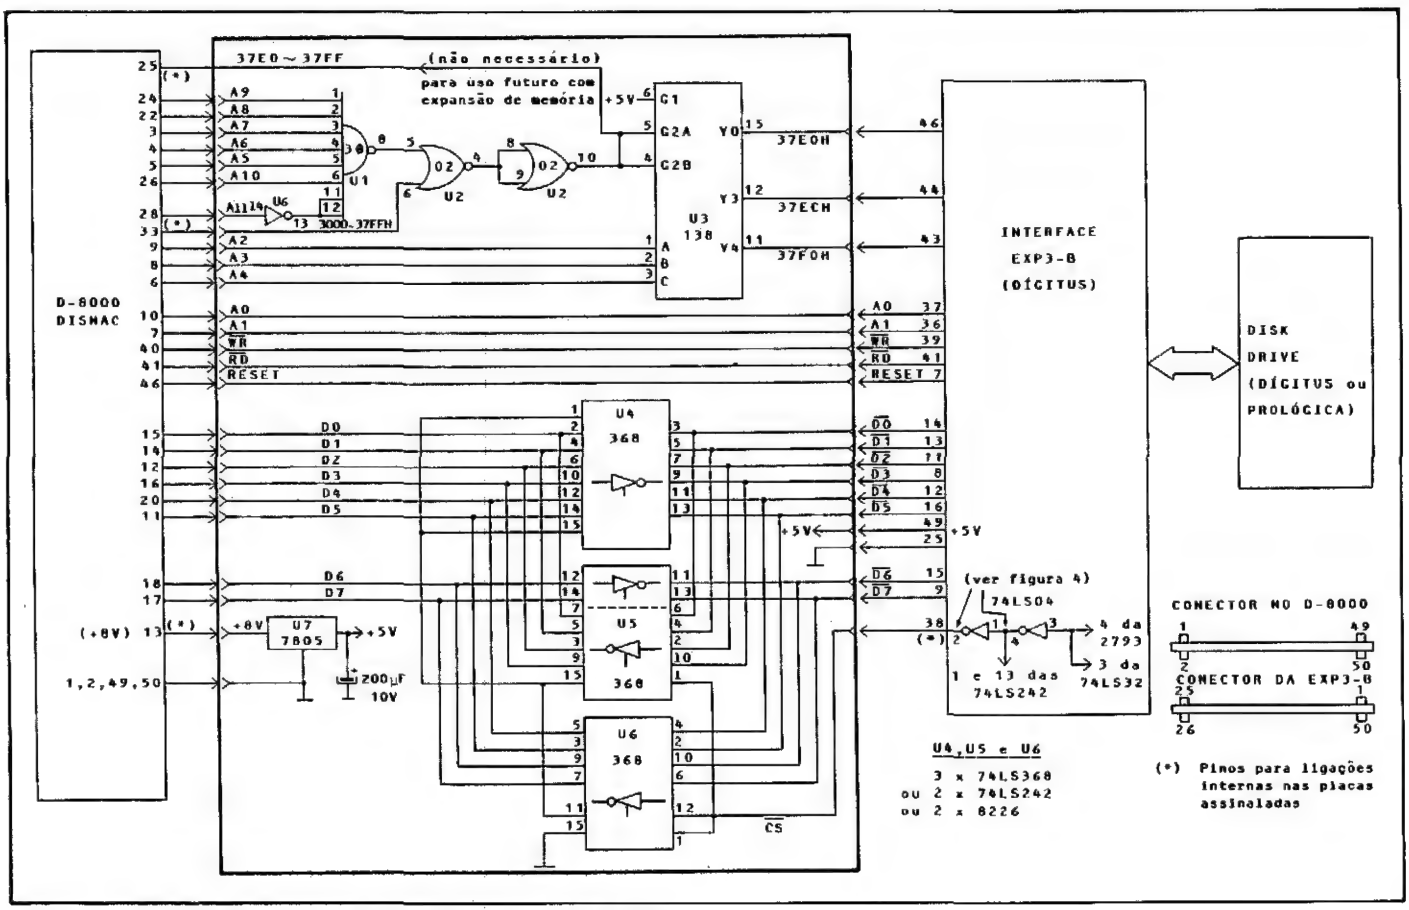
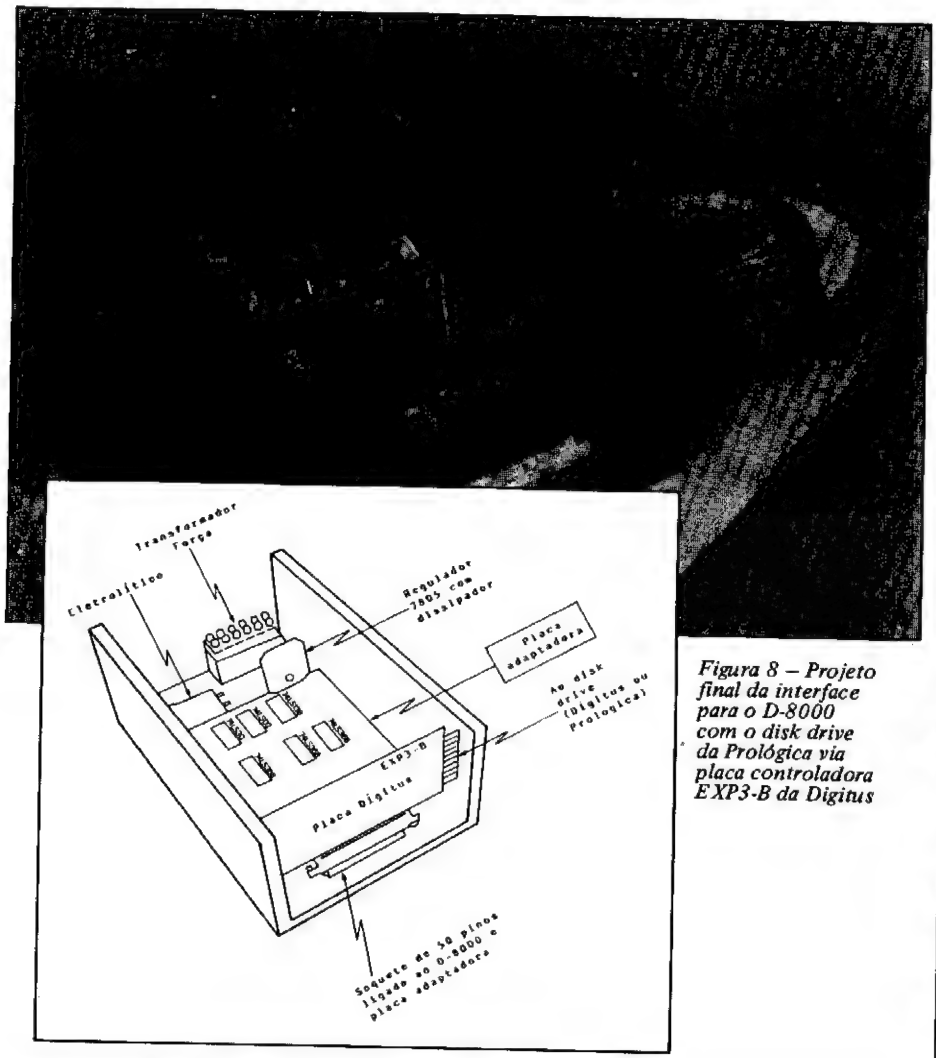

Figura 7 – Diagrama esquemático da placa adaptadora e fiação geral
Figura 8 – Projeto final da interface para o D-8000 com o disk drive da Prológica via placa controladora EXP3-B da Digitus
- Figura 7 – diagrama esquemático da placa adaptadora e fiação geral.
placa adaptadora ao D-8000. Na figura 7, lado direito, estão destacados os dois soquetes (D-8000 – expansão – e interface EXP3-B), onde serão encaixados os dois referidos conectores. Na figura 8, a foto e um esquema da montagem final do projeto.